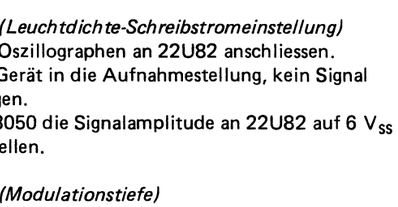

Fig. 5.1
– Dan mit 3044 das Überschwingen (C) so einstellen, dass es 80 % vom Spannungsunterschied zwischen Schwarz und Weiss (D) ist; siehe Bild 5-1.